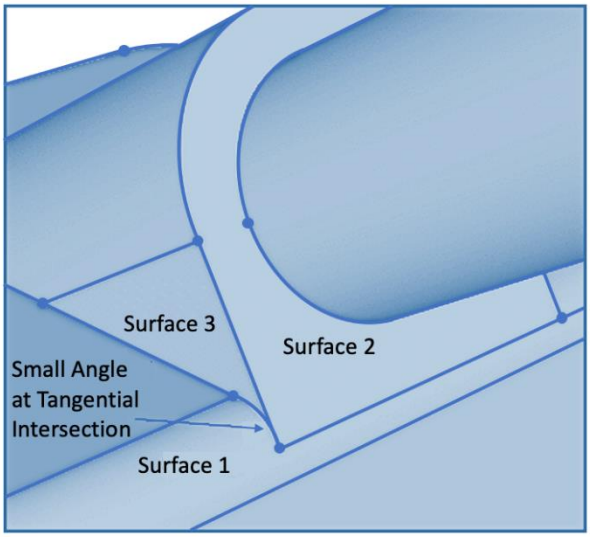

**Figure 6. Tangential Intersection Example**
- **Tangential Intersections** - A tangential intersection is formed when two parallel surfaces share an edge and have a 180 degree angle between them. The tangential intersection test is looking for the condition where two surfaces that meet tangentially share a common edge, and each of the surfaces has another edge which resides on a third face and forms a small angle. In the example shown in Figure 6., Surface 1 and Surface 2 are tangential to each other and share a common edge. Both Surface 1 and 2 have another edge which resides on Surface 3 and forms a small angle at the vertex common to all three surfaces.